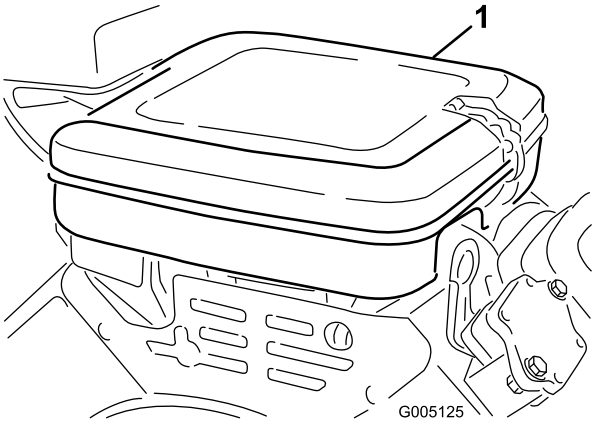

Figur 42
1. Lossa på låsklämmorna och ta bort luftrenarkåpan (Figur 42). Rengör kåpan ordentligt.